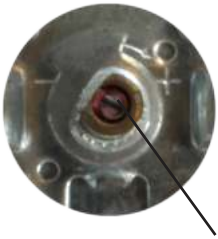

Рис. 1 – Настроечный винт
4. Для регулировки значения срабатывания снимите ручку с термостата и вставьте тонкую шлицевую отвертку диаметром 2 мм в настроечный винт в центре штока (рис. 1). Если значение срабатывания больше измеренной температуры среды, поверните винт против часовой стрелки на небольшой угол (20...30°, зависит от величины расхождения значения срабатывания с измеренной температурой среды). Если значение срабатывания меньше измеренной температуры среды, поверните ключ по часовой стрелке.